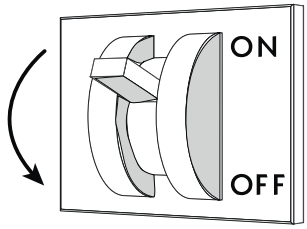

Fig. 53
- Retirar a tensão elétrica ao balcão através do interruptor secionador geral colocado na parede ("Fig. 53").